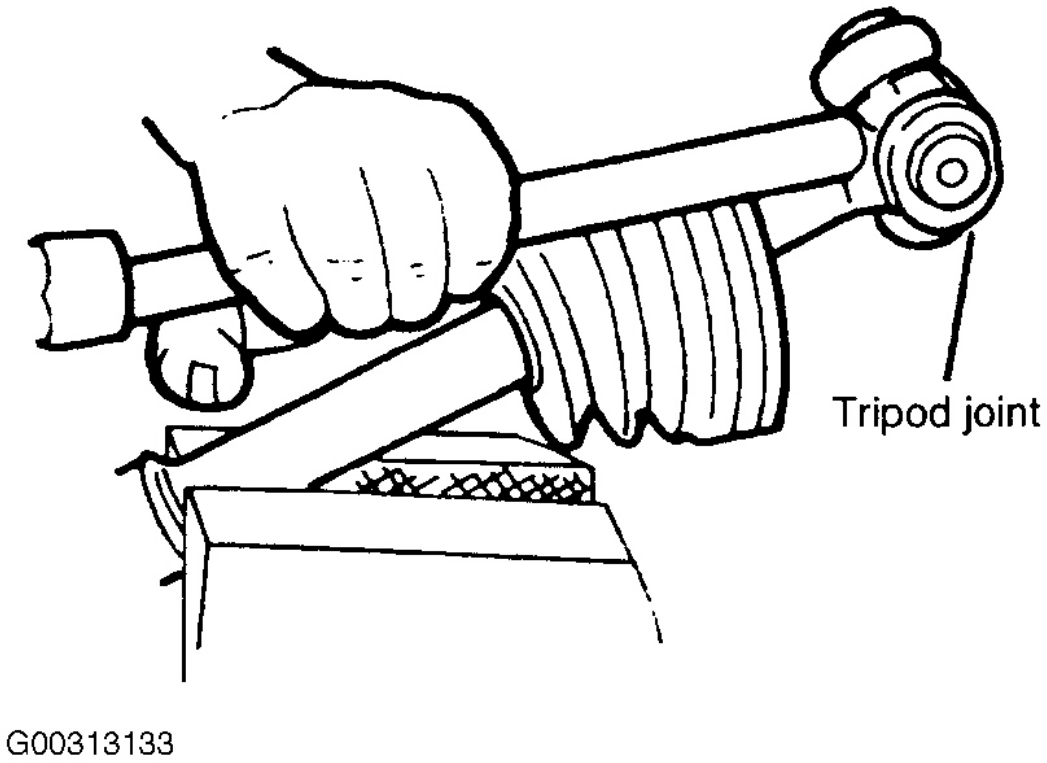

Fig. 17: Extracción del trípode Conjunto De Semieje
8. Uso de la herramienta de unidad correspondiente y el martillo, extraer el conjunto de articulación trípode. Ver **La Fig. 17** . _____